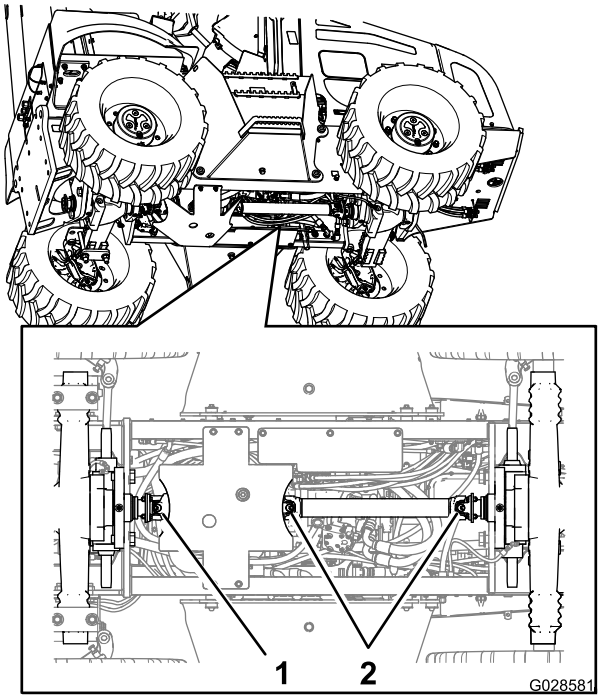

Rysunek 57
2. Podłącz smarownicę do smarowniczki przegubu ślizgowego na przodzie wału napędowego i wprowadź 2–3 pompy smaru do smarowniczki (Rysunek 57).
3. Podłącz smarownicę do smarowniczki przegubu uniwersalnego na przodzie wału napędowego i wprowadź 2–3 pompy smaru do smarowniczki (Rysunek 57).
4. Podłącz smarownicę do smarowniczki przegubu uniwersalnego z tyłu wału napędowego i wprowadź 2–3 pompy smaru do smarowniczki (Rysunek 57).